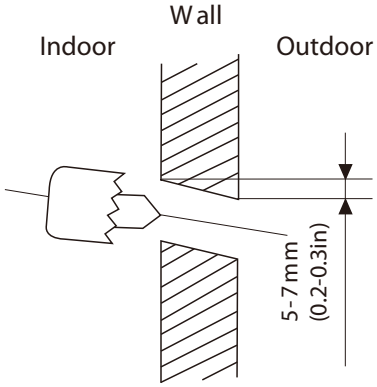

Fig. 3.2
2. Using a 65-mm (2.5in) core drill, drill a hole in the wall. Make sure that the hole is drilled at a slight downward angle, so that the outdoor end of the hole is lower than the indoor end by about 5mm to 7mm (0.2-0.275in). This will ensure proper water drainage. (See Fig. 3.2)